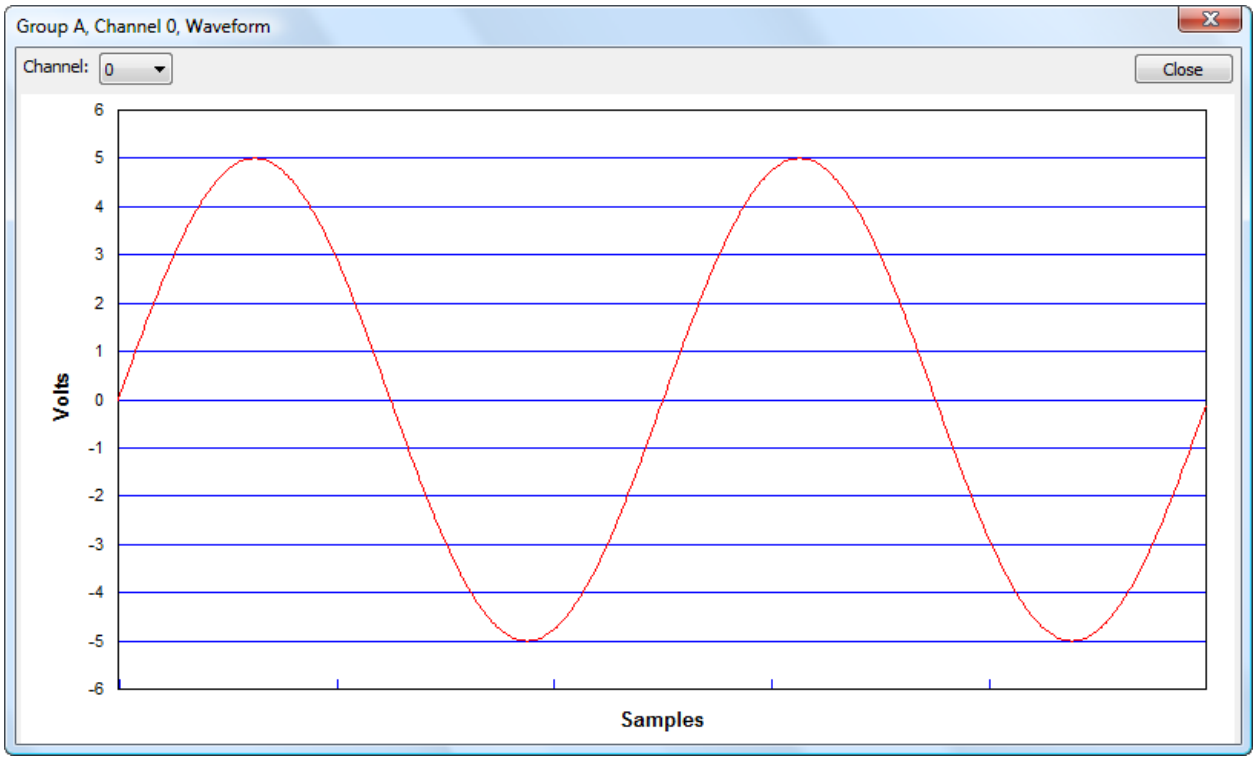

**Figure 2-11: ARB page Waveform Dialog Box (GX1649 Only)**
**View Waveforms button…:** Displays the waveform stored in ARB memory for the selected Group, see Figure 2-11: ARB page Waveform Dialog Box (GX1649 Only)
Figure 2-11 shows the **ARB page Waveform Dialog Box (GX1649 Only)** followed by an explanation of each one of the controls displayed on the page: